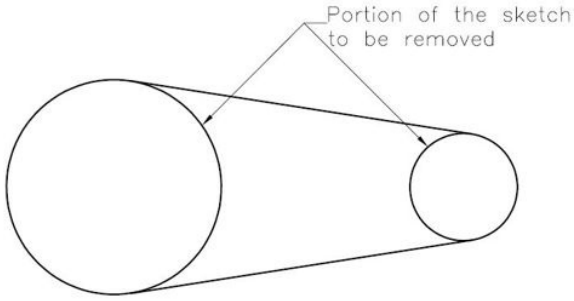
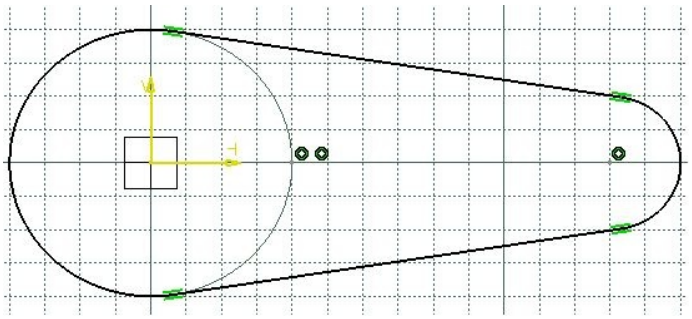

Figure 3-55 *The unwanted portion of the sketch to be trimmed*
Figure 3-56 *The sketch after trimming the unwanted portion*
b. Trim the unwanted portion of the outer loop of the sketch using the **Quick Trim** tool, refer to Figures 3-55 and 3-56.
2. Click on the unwanted portion of the sketch, refer to Figure 3-55. The final sketch is shown in Figure 3-56.